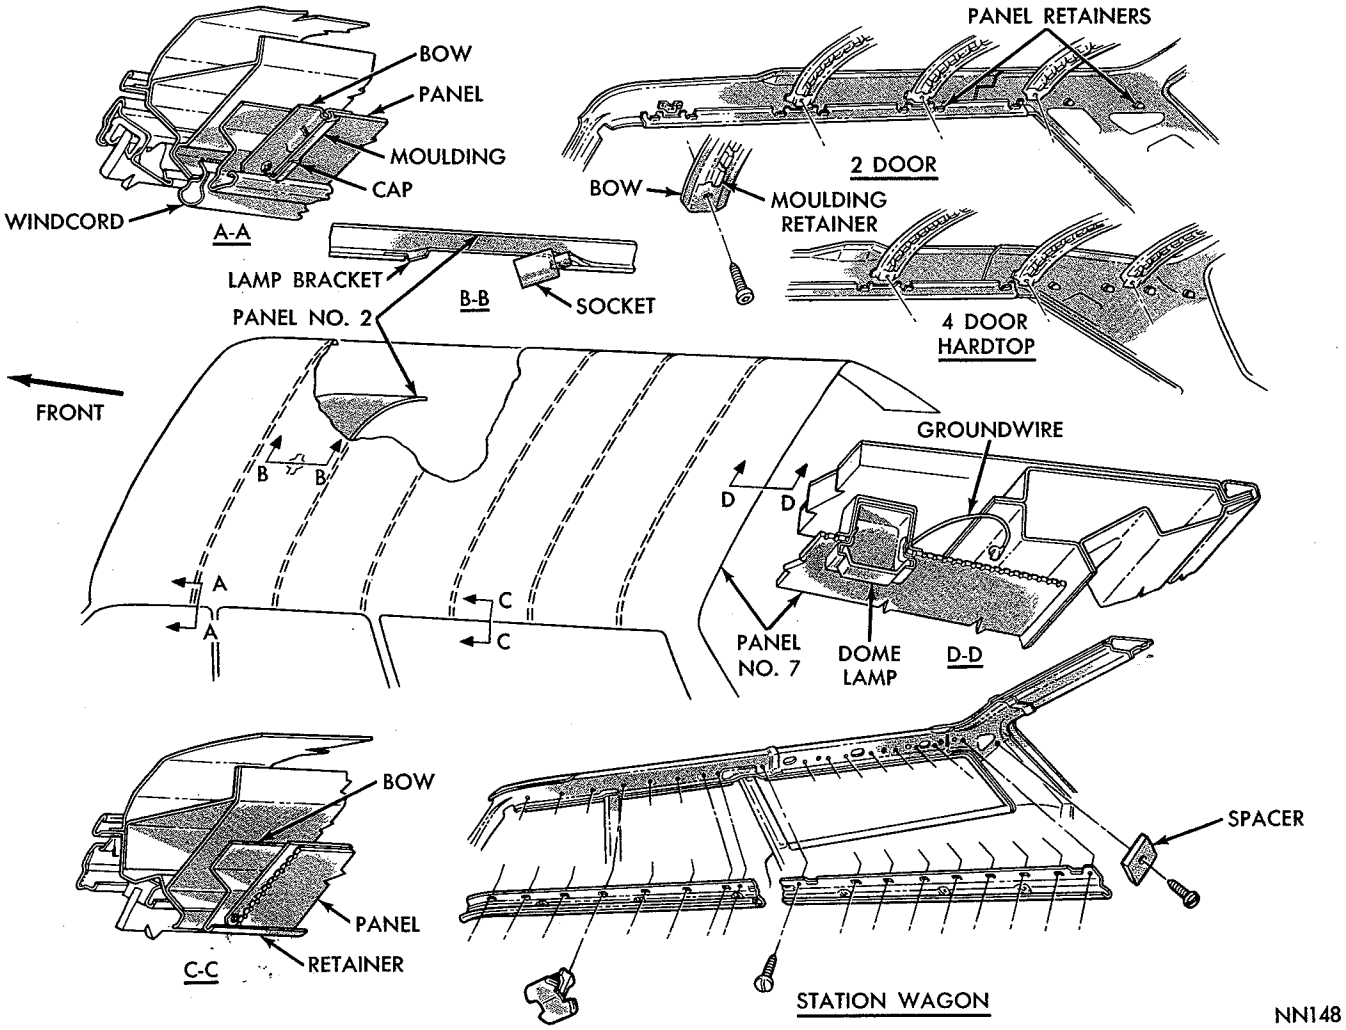

***Fig. 19—Hard Board Headlining (Fury)***
The individual hard board headlining sections are held in position with semi-flexible type plastic mouldings (Figs. 19 and 20) forced over the retainer sections of the roof bows. Starting at either outer end, remove end cap and pry the moulding off retainer. When installing moulding make certain it is fully seated and evenly spaced from side to side. Install end caps in retainer and over moulding ends.
(1) Remove plastic mouldings (Figs. 19 and 20) at edges of section being removed.
(2) Using a fibre tool force liner section off of roof bow and out of side retainers.
(3) Inspect liner section for damaged edges.